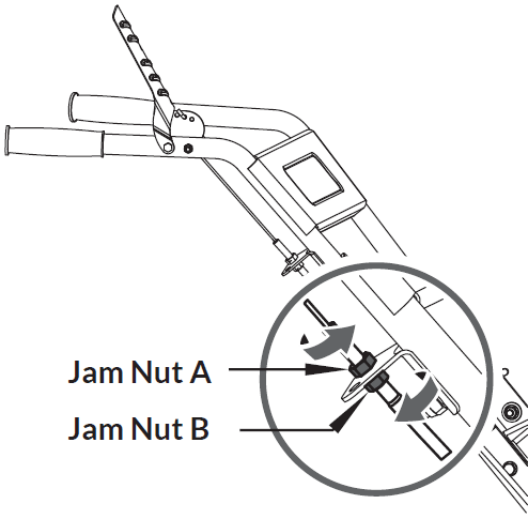

Figure 24
1. Loosen Jam Nut "A" and "B" with two 12mm wrenches (***Figure 24***)